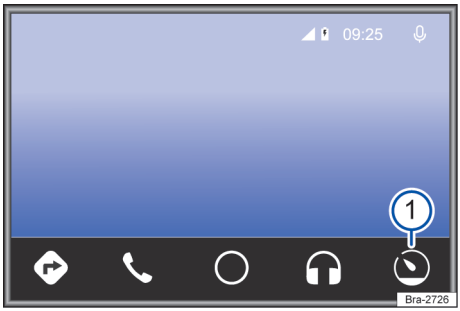

Fig. 118 Menu Android Auto™.
– Na operação do Android Auto™, tocar na superfície de função ⟲, → Fig. 118 ①.